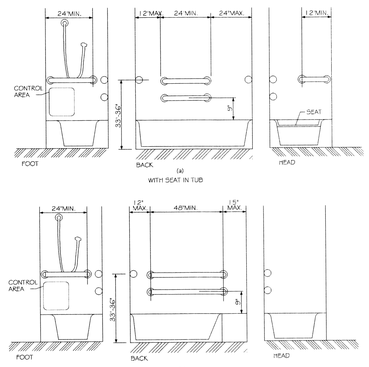

FIG. 34
4.20.3 SEAT. AN IN-TUB SEAT OR A SEAT AT THE HEAD END OF THE TUB SHALL BE PROVIDED AS SHOWN IN FIG. 34. THE STRUCTURAL STRENGHT OF SEATS AND THEIR ATTACHMENTS SHALL COMPLY WITH 4.26.3. SEATS SHALL BE MOUNTED SECURELY AND SHALL NOT SLIP DURING USE.
4.20.4 GRAB BARS. GRAB BARS COMPLYING WITH 4.26 SHALL BE PROVIDED AS SHOWN IN FIG. 34.
4.20.5 CONTROLS. FAUCETS AND OTHER CONTROLS COMPLYING WITH 4.27.4 SHALL BE LOCATED AS SHOWN IN FIG. 34.
4.21.2 SIZE & CLEARANCE. EXCEPT AS SPECIFIED IN 9.1.2, SHOWER STALL SIZE AND CLEAR FLOOR SPACE SHALL COMPLY WITH FIG. 34(a) OR (b). THE SHOWER STALL IN FIG. 34(a) SHALL BE 36" BY 36" (915mm BY 915mm). THE SHOWER STALL IN FIG. 34(b) WILL FIT INTO THE SPACE REQUIRED FOR A BATHTUB.
4.21.4 GRAB BARS. GRAB BARS COMPLYING WITH 4.26 SHALL BE PROVIDED AS SHOWN IN FIG. 34.
4.21.5 CONTROLS. FAUCETS AND OTHER CONTROLS COMPLYING WITH 4.27.4 SHALL BE LOCATED AS SHOWN IN FIG. 34 IN SHOWER STALLS 36" BY 36" (91.5mm BY 915mm) ALL CONTROLS, FAUCETS, AND THE SHOWER UNIT SHALL BE MOUNTED ON THE SIDE WALL OPPOSITE THE SEAT.